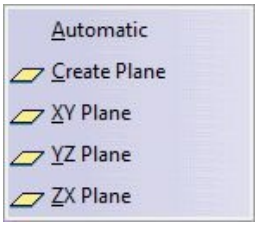

Figure 17-61 *The shortcut menu*
d. Create a datum plane for making the deformation symmetric about centerline, refer to Figures 17-61 through 17-63.
Symmetry area in the **Control Points** dialog box; a shortcut menu is displayed, as shown in Figure 17-61.